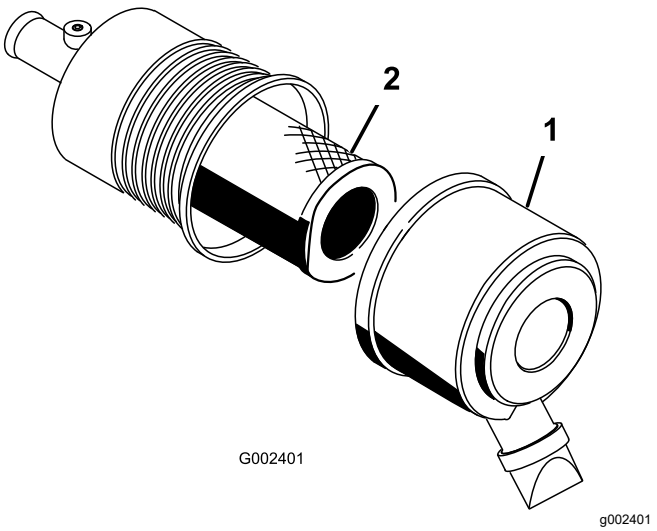

Figur 52
2. Åbn låsene, der fastgør luftfilterdækslet til luftfilterhuset (Figur 52).
3. Fjern dækslet fra luftfilterhuset (Figur 52).
5. Afmonter, og udskift filteret (Figur 52).